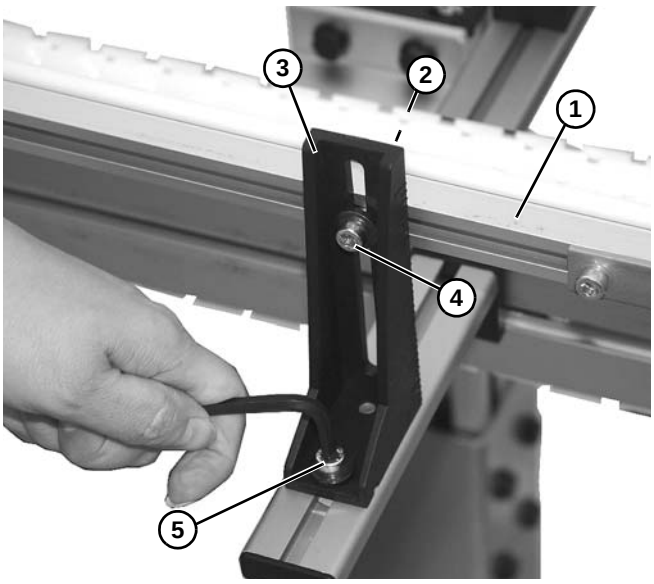
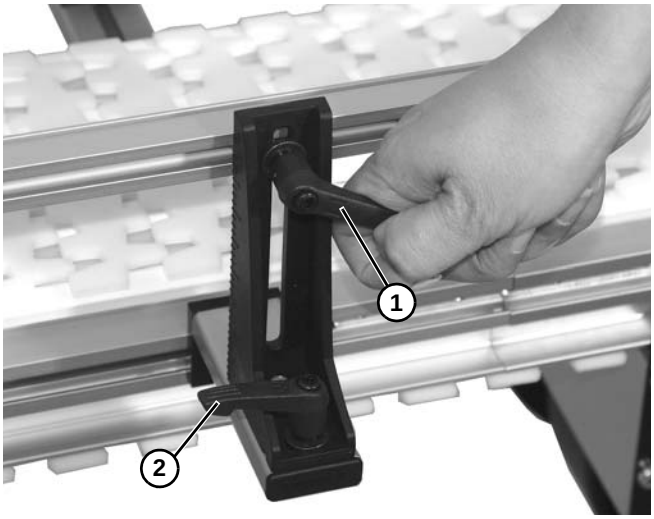

Figure 39
Figure 40
4. Install guide rail **(Figure 39, item 1)** onto square nut **(Figure 39, item 2)** onto mounting bracket **(Figure 39, item 3)** with socket head screw **(Figure 39, item 4)** or handle **(Figure 40, item 1)** for tool-less guiding.
5. Loosen socket head screw **(Figure 39, item 5)** or handle **(Figure 40, item 2)** and adjust mounting bracket **(Figure 39, item 3)** as needed.
10. To adjust guiding width loosen screws **(Figure 39, item 5)** or handle **(Figure 40, item 2)**. Adjust to desired width. Tighten screw or handle.
11. To adjust guiding height loosen screws **(Figure 39, item 4)** or handle **(Figure 40, item 1)**. Adjust to desired height. Tighten screw or handle.